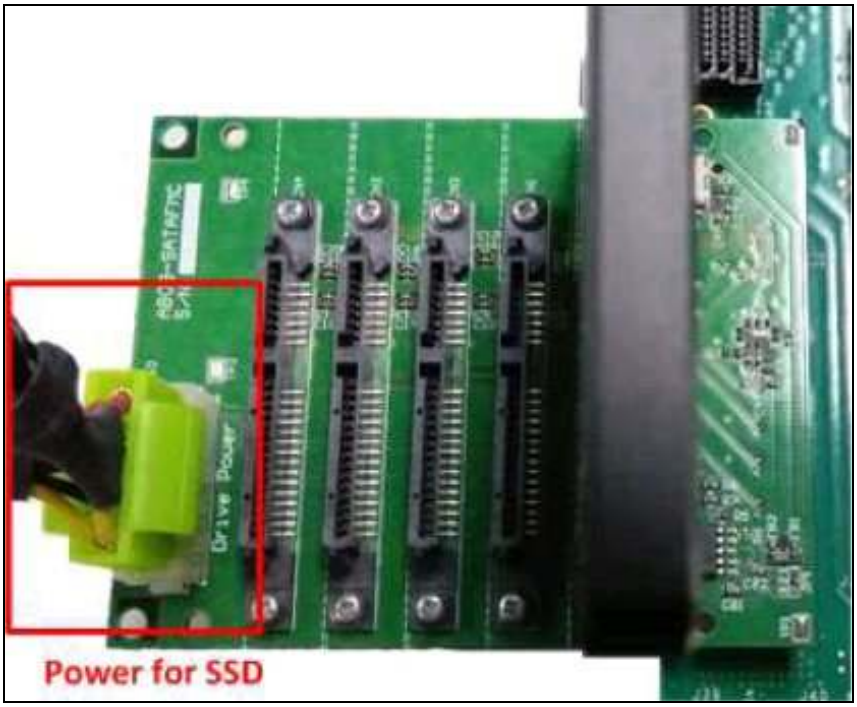

図 2-8:AB09-FMCRAID に供給する ATX 電源を投入
b) AB09-FMCRAID アダプタを ArriaV ST/Arria10SOC ボードに装着する場合、図 2-8 のように接続した ATX 電源を投入してください。